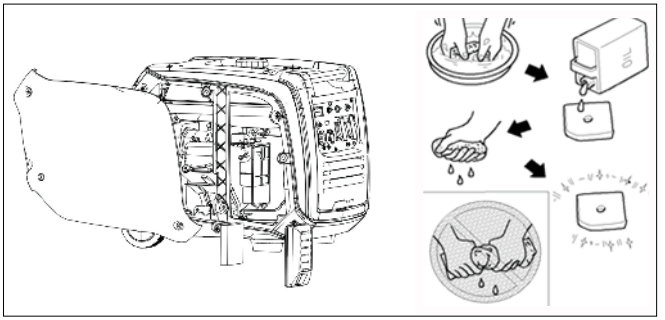

Рис. 29
- Снимите левую, относительно передней панели боковую крышку генератора модель iGX 4000W, iGX 4000AWSP (*Рис. 29*).